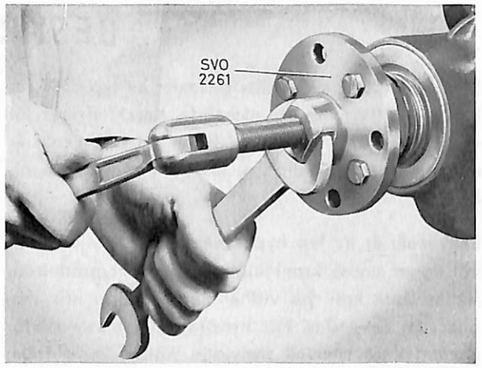
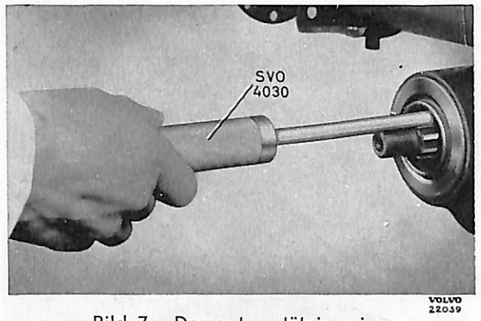

Bild 5. Demont. av medbringare, PV 544.
Bild 7. Demont. av tätningsring.
bringaren med SVO 2261 för PV 544 och SVO 2262 för P 120. Se bild 5 resp. 6. Tag bort den gamla tätningsringen med SVO 4030, bild 7.
1. Sätt upp bakväxeln i fixtur SVO 4110. Kontrollera att överfallen (37) för differentiallagren är sammärkta med huset. Märk annars ena sidan med körnslag. Skruva bort skruvarna (44) för överfallen och tag bort dessa.
2. Tag bort ställmuttrar (34) och lagerringar. Lyft bort differential med kronhjul.
3. Lossa muttern (22) för medbringaren. Använd därvid SVO 2409 som mothåll. Drag av medbringaren (21) med verktyg SVO 2261 för PV 544 och SVO 2262 för P 120, bild 5 resp. 6. Pressa ut pinjongen (18).
4. Drag ut tätningsringen (20) med utdragare SVO 4030 ur pinjonghusets främre ände, bild 7. Tag bort papperspackning, plåtbricka (19) och rullager (25).